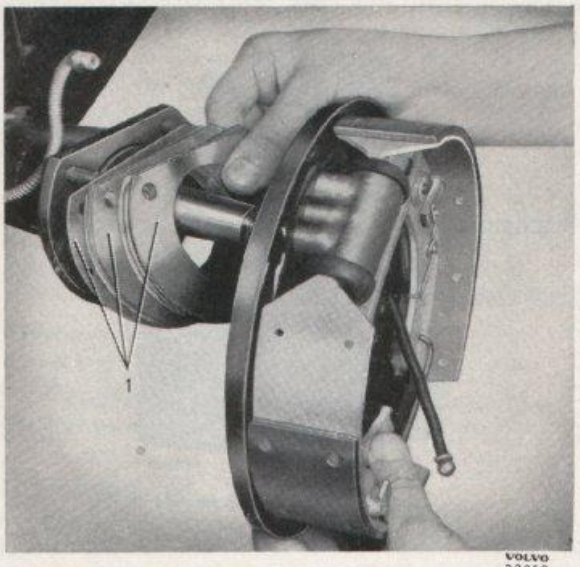
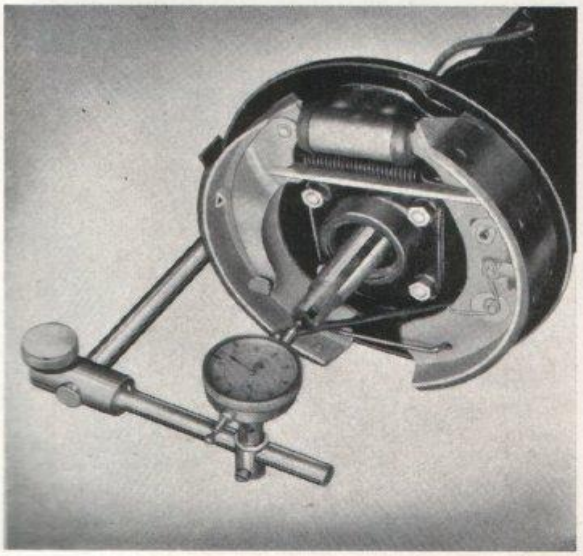

Bild 5-31. Mont. av bromssköld
Bild 5-32. Mätning av axialspel för drivaxlar
4. Montera bromssköldarna samt justermellanlägg (16) och hållare med filttätning (18), se bild 5-31. Kontrollera, ev. justera drivaxlarnas axialspel, se bild 5-32. Spelet skall vara 0,07—0,20 mm.